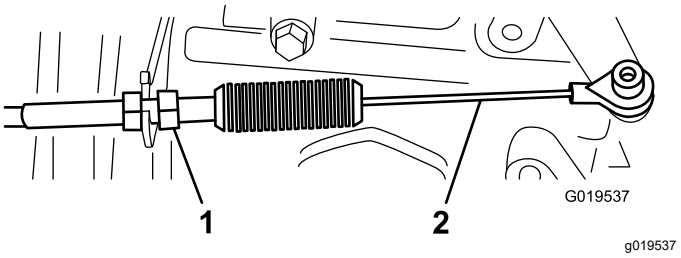
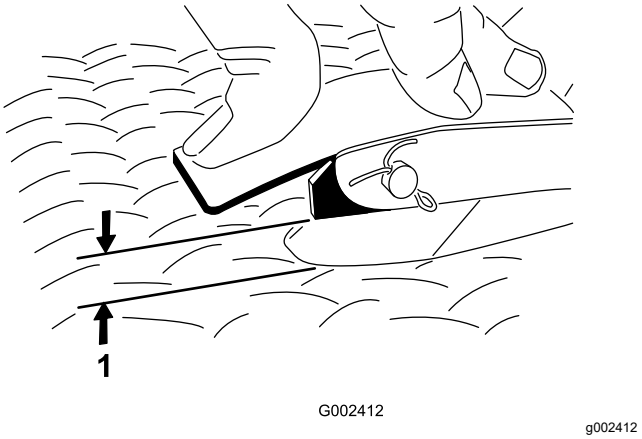

Bild 66
Bild 67
2. Stellen Sie das Kugelgelenk am Bowdenzug (Bild 66) so ein, dass Sie einen Abstand von 2,54 mm bis 6,35 mm zwischen dem Fahrpedalarm und der Oberseite des Bodenplattensternmusters (Bild 67) erhalten, wenn Sie eine Kraft von 11,3 kg auf die Pedalmitte aufbringen.
3. Ziehen Sie die Sicherungsmutter an (Bild 66).